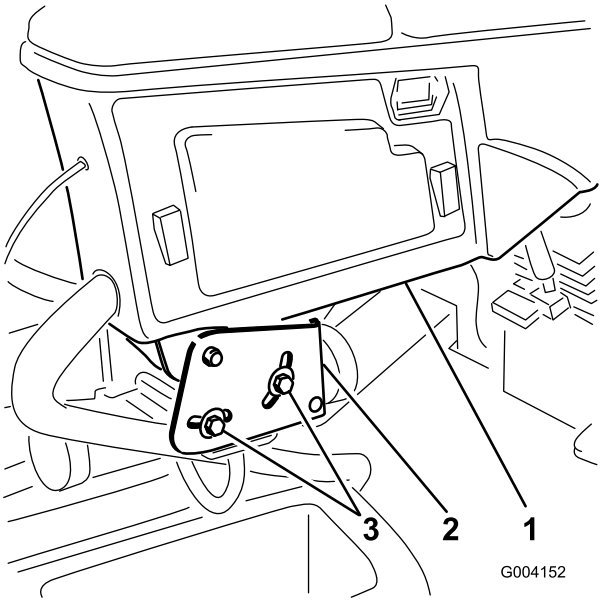

Figur 2
1. Lossa de två bultar som håller fast reglagearmen på fästkonsolen (Figur 2).